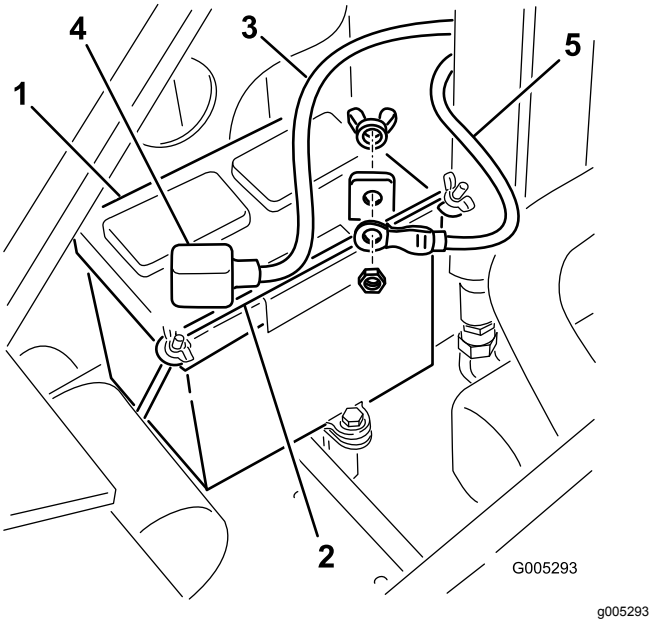

Rysunek 31
4. Usuń nakrętki skrzydełkowe i sztabę zabezpieczającą akumulator (Rysunek 31).
5. Odłącz ujemny (czarny) przewód uziemienia od bieguna akumulatora (Rysunek 31). Zachowaj wszystkie elementy mocujące.
7. Odłącz dodatni (czerwony) przewód od bieguna akumulatora (Rysunek 31). Zachowaj wszystkie elementy mocujące.
1. Za pomocą elementów mocujących zdemontowanych wcześniej podłącz dodatni (czerwony) przewód do dodatniego (+) zacisku akumulatora (Rysunek 31).
3. Za pomocą elementów mocujących zdemontowanych wcześniej podłącz ujemny przewód (czarny) do ujemnego (-) zacisku akumulatora (Rysunek 31).
4. Zamocuj akumulator przy pomocy sztaby i nakrętek motylkowych (Rysunek 31).